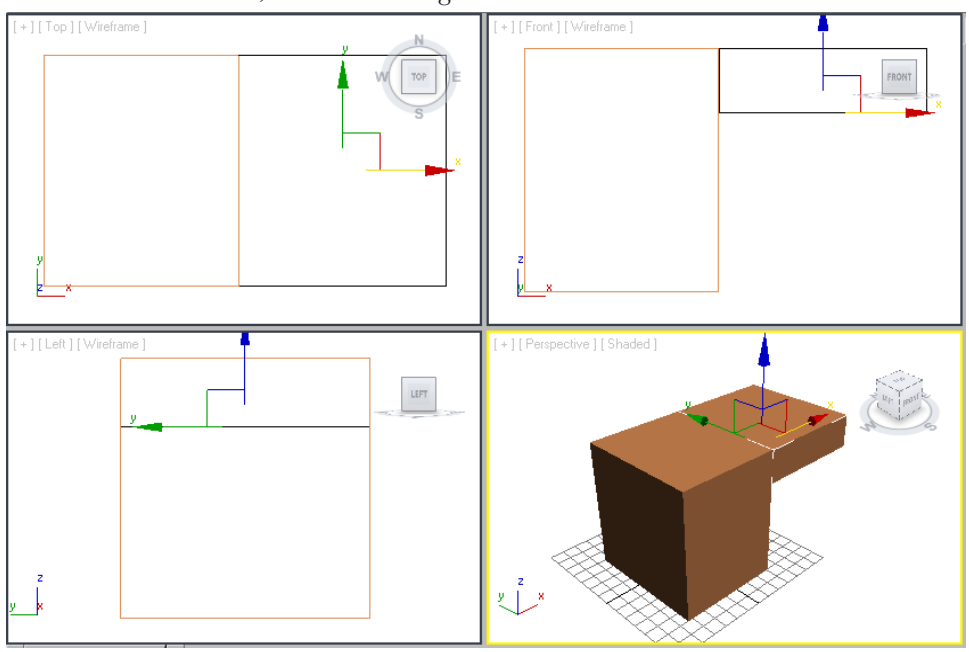

Figure 3-22 *Alignment of the left box with the right box in all viewports*
1. Invoke the **Select and Move** tool and make sure that the *right box* is selected. Move the *right box* along the X, Y, and Z axes in all viewports to align it with the *left box*, as shown in Figure 3-22. Click in the viewport and press the Z key to invoke the **Zoom Extents All** tool, as shown in Figure 3-22.